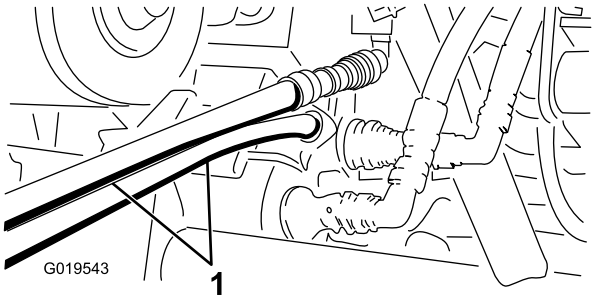

Figur 77
5. På den anden maskine: Forbind de to slanger med koblingen, der stadig sidder i koblingsholderen (forbind topslangen med topkoblingen og bundslangen med bundkoblingen) (Figur 77).